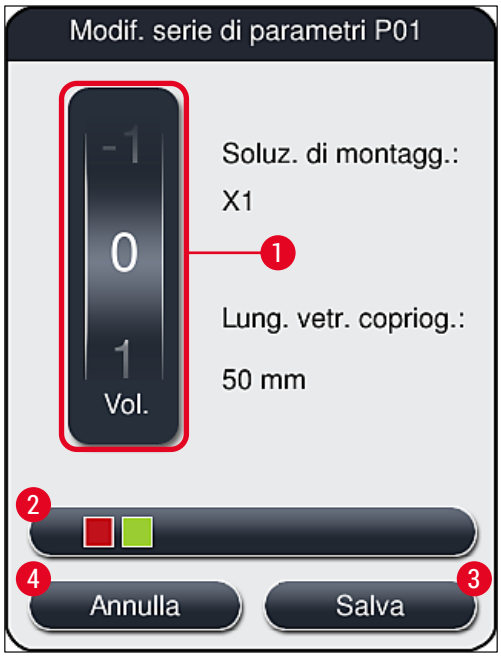

Fig. 47
2. Nel menu che viene successivamente visualizzato (→ Fig. 47) è possibile ridurre o incrementare il volume applicabile ruotando la rotella (→ Fig. 47-1).